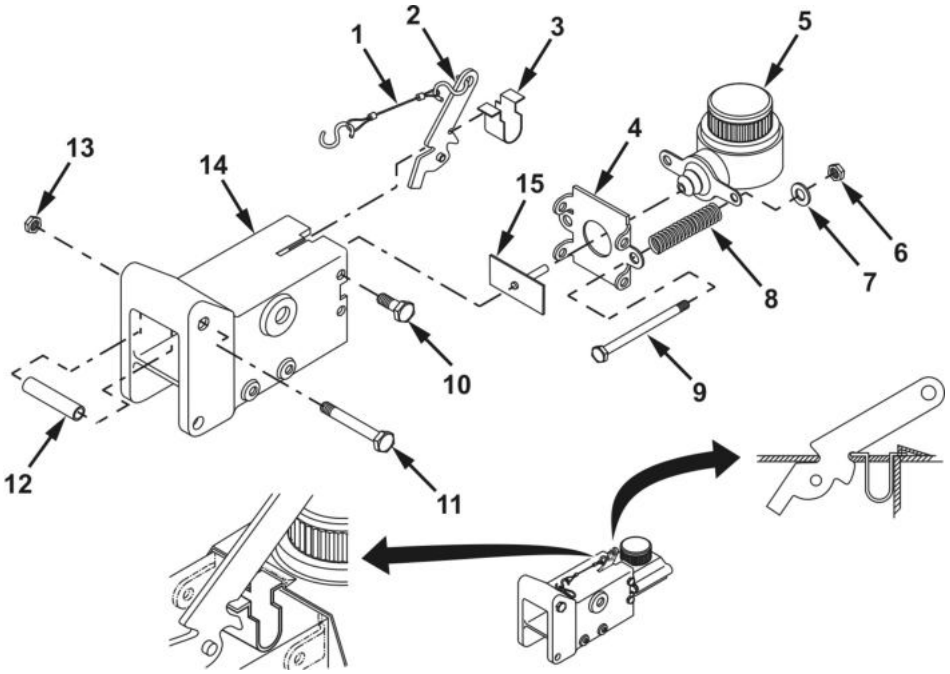

Figure 5. Hydraulic Brake Actuator Assembly.
1. Install upper bolt (Figure 5, Item 11) and roller (Figure 5, Item 12) into actuator housing (Figure 5, Item 14) and secure with new locknut (Figure 5, Item 13).
2. Carefully install push rod assembly (Figure 5, Item 15) and mounting plate (Figure 5, Item 4) onto master cylinder (Figure 5, Item 5). Install two capscrews (Figure 5, Item 9), nuts (Figure 5, Item 6), washers (Figure 5, Item 7), and springs (Figure 5, Item 8) to secure master cylinder mounting plate and push rod assembly to master cylinder. Tighten capscrews (Figure 5, Item 9) and nuts compressing springs to a measurement of 3.25 in. (82.55 mm).
3. Install breakaway lever spring (Figure 5, Item 3) and breakaway lever (Figure 5, Item 2) with attached breakaway cable (Figure 5, Item 1) into actuator housing (Figure 5, Item 14).
4. Install master cylinder (Figure 5, Item 5) with attached mounting plate (Figure 5, Item 4) into actuator housing (Figure 5, Item 14). Install four new machine screws (Figure 5, Item 10) to secure master cylinder mounting plate to brake actuator housing.